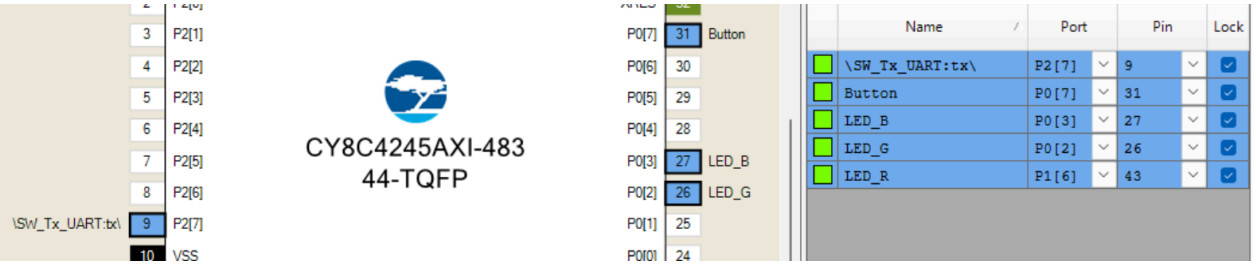

Рисунок 1.7 - Конфігурація пінів
6. Виконуємо конфігурацію пінів (рис. 1.7). Зверніть увагу, що виконати конфігурацію можна за допомогою вибору відповідного порту з випадаючого списку, або методом перетягування Drag and Drop.